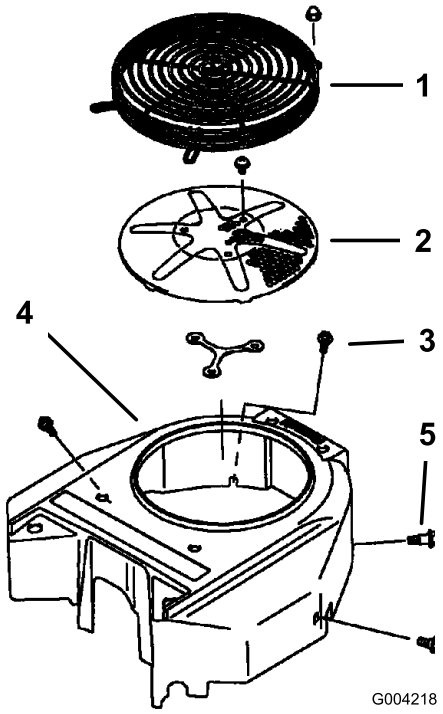

Figuur 71
Verwijder voor elk gebruik eventuele grasresten, vuil of andere verontreiniging van het motorscherm. Dit zal mede zorgen voor een adequate koeling en een correct motortoerental en zal de kans verkleinen dat de motor oververhit raakt en technische schade oploopt (Figuur 71).
3. Verwijder de luchtinlaatroosters, de terugloopstarter en de ventilatorbehuizing (Figuur 71).
5. Verwijder de luchtinlaatroosters, de terugloopstarter en de ventilatorbehuizing (Figuur 71).